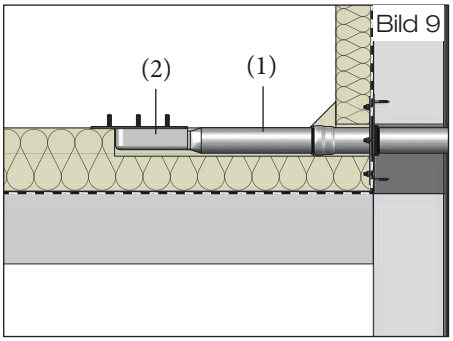

Bild 9
2.1 Die Auslaufrohre (1) des Ablaufs bauseits in der Länge anpassen. Die Dichtungen des Schiebeflansches und Rohrenden (2) des LORO-X Rohres mit LORO-X Gleitmittel versehen. Wärmedämmplatte im Bereich des Beckens des Ablaufes aussparen. Der Festflansch des Dachablaufs soll gemäß Flachdachrichtlinien oberflächenbündig in die Unterlage eingelassen werden. Die LORO-X Rohre in die Dichtungen des Schiebeflansches einschieben. Dichtelemente in Rohrmuffen einlegen und mit LORO-X Gleitmittel einstreichen. Die Auslaufrohre des Ablaufes mit LORO-X Gleitmittel versehen. Die Auslaufrohre in die Dichtelemente des LORO-X Rohres einschieben. Den Ablauf sowie die Wärmedämmplatten fixieren (Bild 9). Entstandene Hohlräume in der Wärmedämmung mit geeigneten Materialien schließen. Auslaufrohre im Wandbereich mit ausreichender Wärmedämmung versehen. Wärmedämmplatten verlegen.